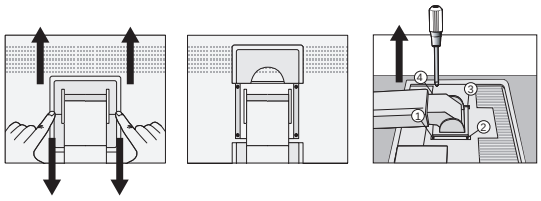

Figure 5-46 Remove stand from monitor
4.) Remove the stand cover by sliding the top/bottom pieces off the stand. Remove the 4 screws connecting the monitor to the stand and lift off the stand assembly. The monitor is now ready for mounting in an alternate manner. Refer to Figure 5-46.